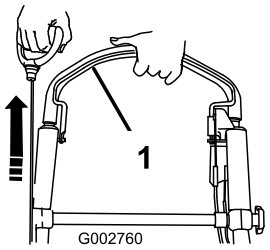

Figur 21
2. Håll knivstyrstången mot handtaget och dra i startsnöret (Figur 21).